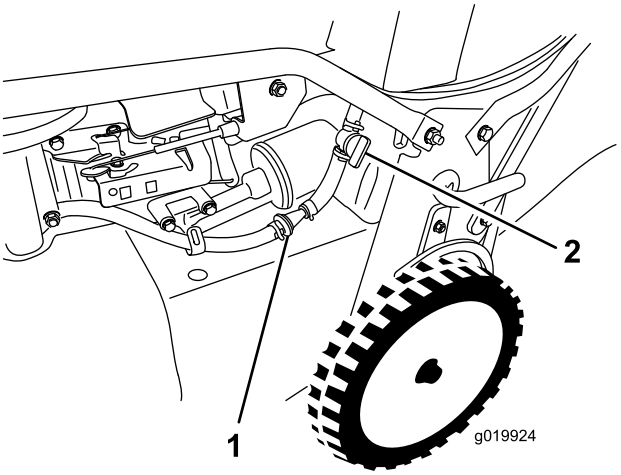

Figur 27
3. Luk brændstofafbryderventilen (Figur 27).
4. Fjern brændstoffilteret (Figur 27) fra brændstofrøret ved at løsne rørklemmerne omkring brændstoffilteret.